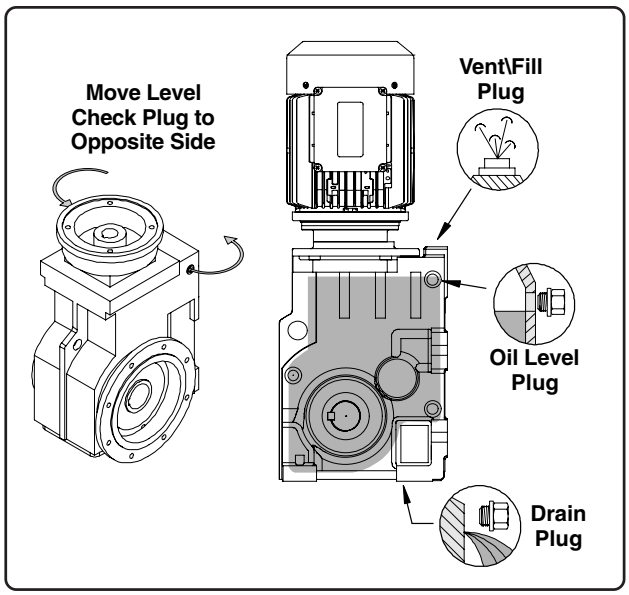

**Fig. 5**
1. Remove the plug from the top of the gearbox and replace with the vent\fill plug furnished with the gearbox (See Fig. 5).
Remove the oil level check plug from the flanged side of the gearbox and exchange it with the plug on the back side of the gearbox (See Fig. 5).